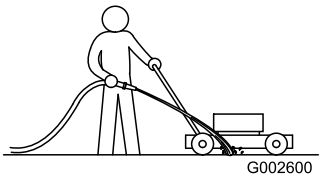

Figuur 32
1. Plaats de machine op een vlak, verhard oppervlak, laat de motor lopen en spuit een straal water voor het **rechter** achterwiel (Figuur 32).